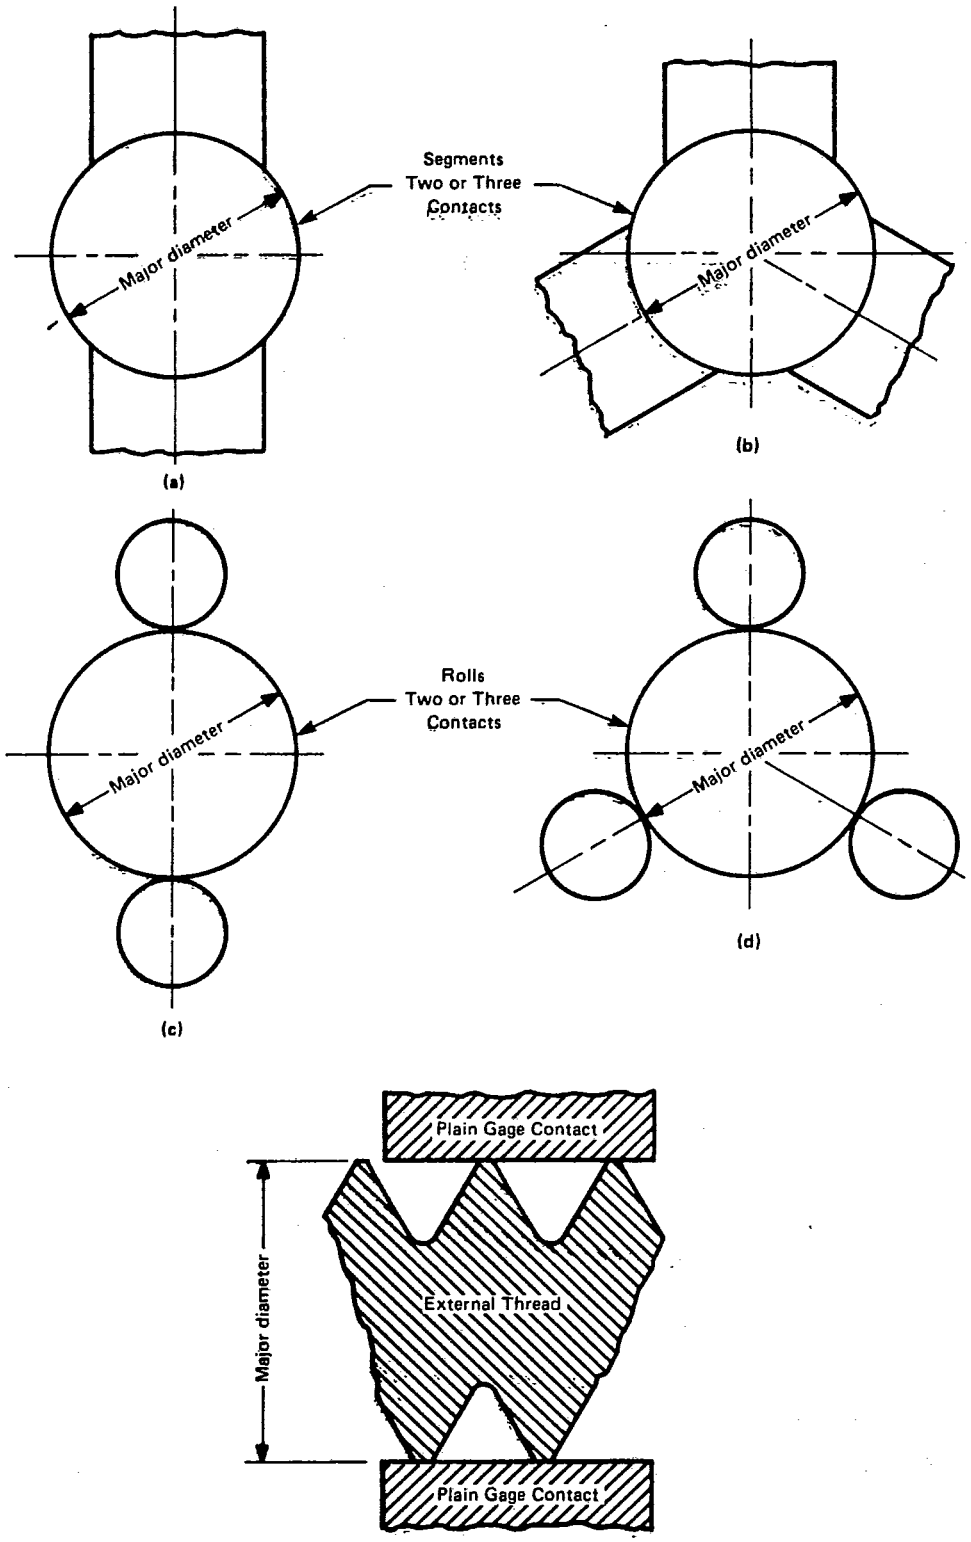

FIG. 34 INDICATING PLAIN DIAMETER GAGES — MAX.-MIN. MAJOR DIAMETER LIMIT AND SIZE
5.16.2 Basic Design. Indicating gages have three plain contacts at 120 deg. or two plain contacts at 180 deg. The dimensions of segments or rolls are to the manufacturer's standard. (See Fig. 34.)